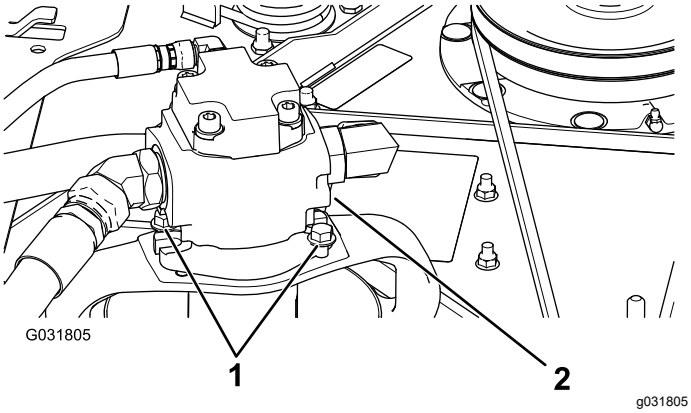

Figur 94
5. Avlägsna skruvarna som fäster hydraulmotorn vid klippenheten (Figur 94).
3. Avlägsna skruvarna som fäster hydraulmotorn vid klippenheten (Figur 94).